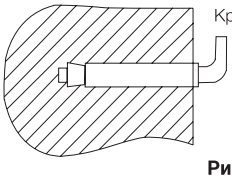

Рис. 2
2. После выбора места монтажа определите места под два крепежных болта с крюками (опция). Проделайте в стене два отверстия необходимой глубины с помощью сверла размером, соответствующим размеру крепежных болтов, вставьте винты, поверните крюк вверх, плотно затяните гайки, а затем установите на него электрический водонагреватель (см. рис. 2).